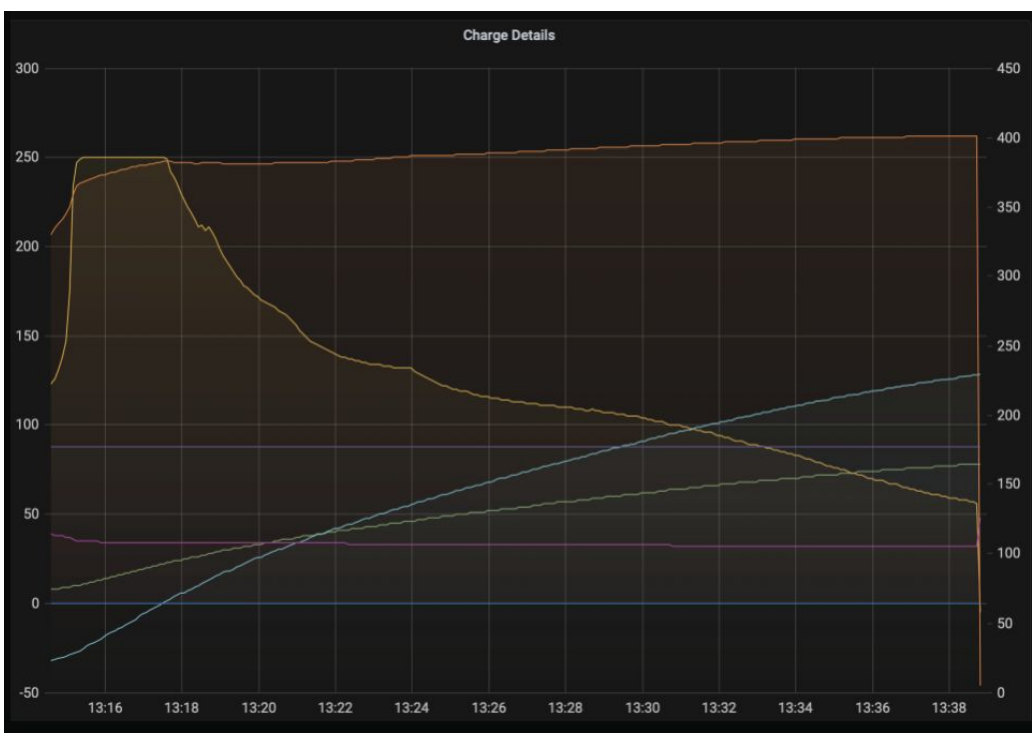

Figure 3: AC Charging from Trevor Mahlmann for his Tesla Model 3 LR Dual Motor over 22.5 minutes at 250kWh (Level 3 Charging)
- Figure 3: AC Charging from Trevor Mahlmann for his Tesla Model 3 LR Dual Motor over 22.5 minutes at 250kWh (Level 3 Charging) 12